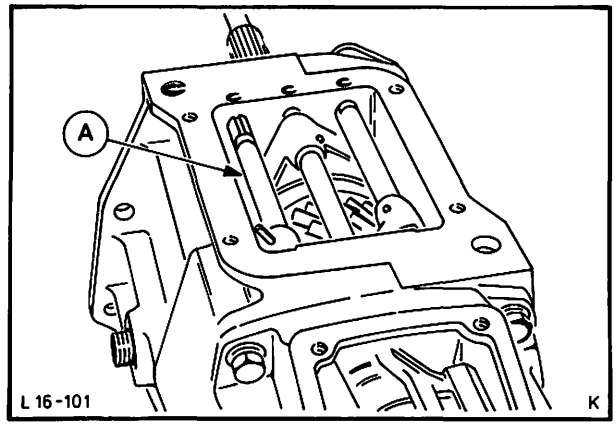

Abb. 120 A = Schaltwelle Rw.-Gang
55. Schaltwelle (Rw.-Gang) durch die linke Gehäusebohrung schieben und gleichzeitig in die entsprechende Schaltgabel einführen. Spannstift montieren, Abb. 120.